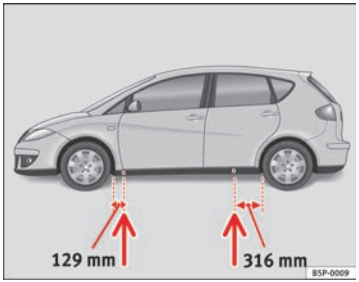

Fig. 178 The jacking points
– Locate the jacking point under the door sill closest to the wheel to be changed ⇒ fig. 178.
Recesses at the front and rear of the door sills mark the jacking points ⇒ fig. 178. There is only one jacking point for each wheel. Do not fit the jack anywhere else.